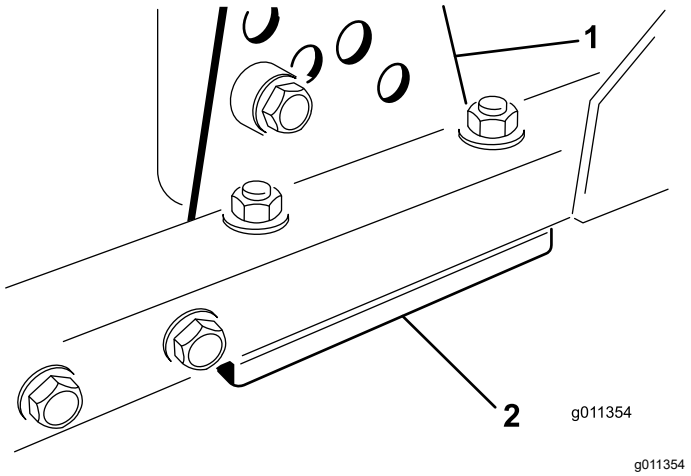

Figur 122
1. Ta klippehøydebraketten (fremre, venstre eller høyre) av klippeenhetens ramme (Figur 122).
2. Juster 1,5 mm mellomlegg og/eller 0,7 mm mellomlegg mellom klippeenhetens ramme og brakett for å oppnå ønsket klippehøyde (Figur 122).